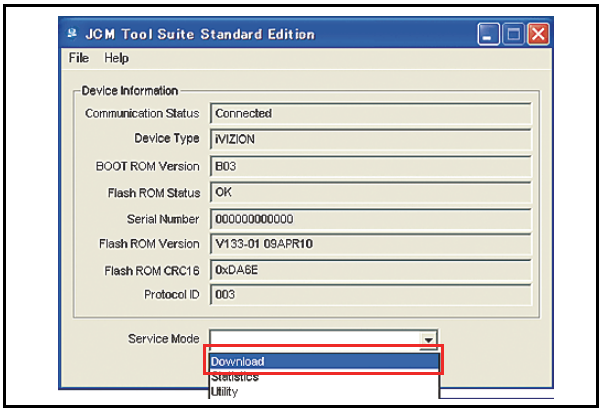

Figure 6-18 JCM Tool Suite Standard Edition Screen Pull-Down Menu
6. Mouse-click on, and hold-down the "Service Mode" Pull Down Menu and re-select "Download" from within the Pull-Down Menu Selections. When re-selected it will highlight the selected Field Blue (See Figure 6-18), the Status LED will flash at a Green Color rate.